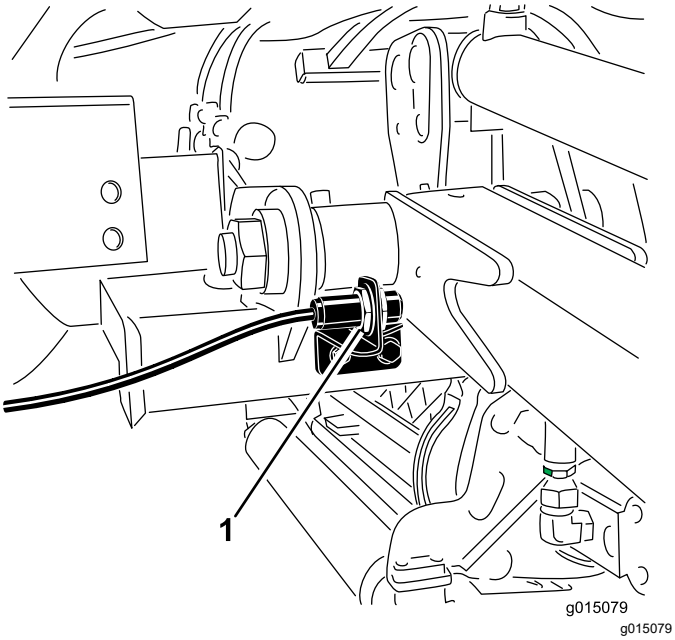

Figur 72
2. Kontakten til løftearmen er placeret bag den forreste højre løftearm (Figur 72).
3. Løsn kontaktens monteringsskruer (Figur 72), og flyt kontakten op for at forøge løftearmens drejehøjde, eller flyt kontakten ned for at mindske løftearmens drejehøjde.